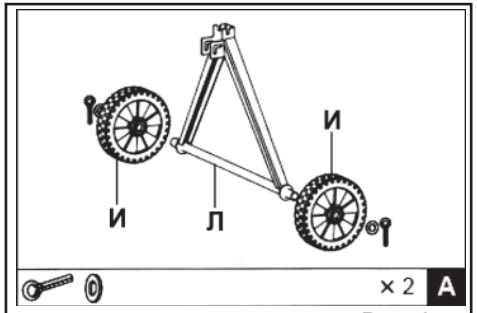

Рис. 2
6.1. Из пакета **А** достаньте шплинты и шайбы, установите на оси задней стойки (Л) колеса (И). Установите на ось снаружи шайбы и зафиксируйте колеса (И) на оси шплинтами, вставив их во внешние отверстия оси (Рис. 2).